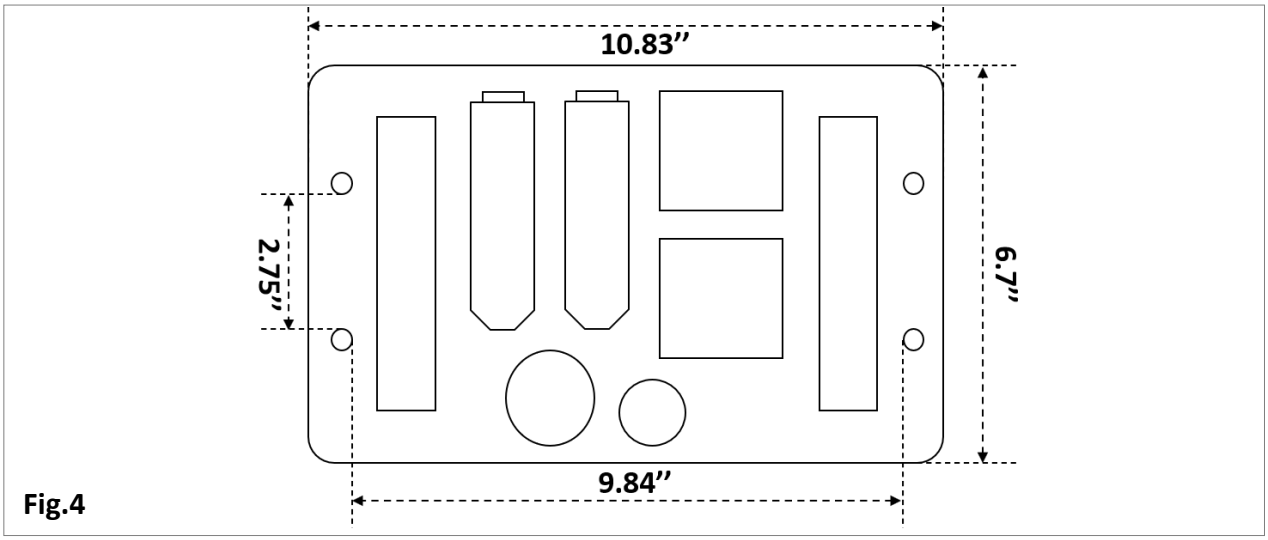

Fig.4
- **Concrete Foundation:** For stable operation, use a concrete pad measuring approximately 16 x 10 x 8 inches deep to support the base unit of the gate operator. Place the provided metal mounting base (**Fig.4**) on the pad for proper installation.